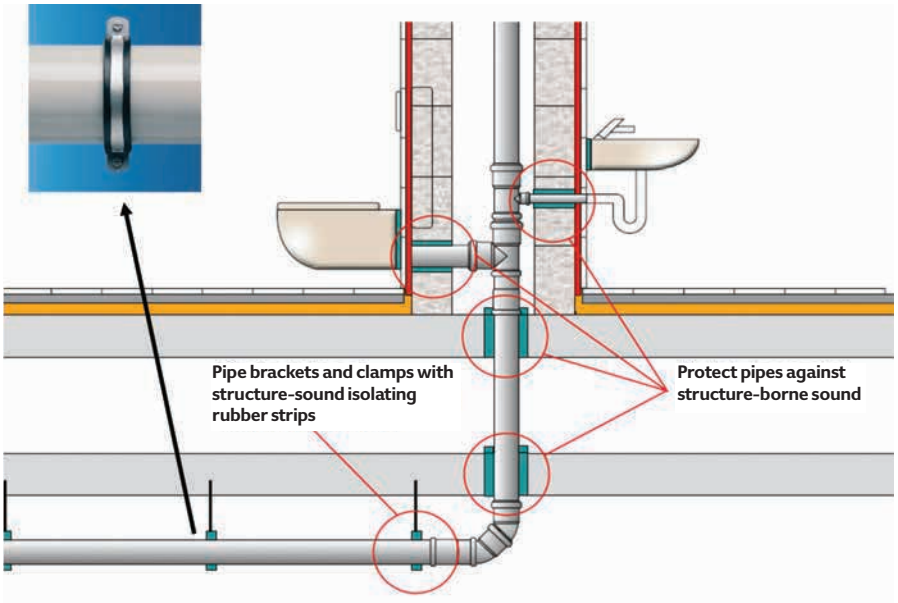

Figure 3: Soil and waste pipe arranged to reduce structure-borne sound (Source: Wavin)
to address, so to reduce potential problems, bends should be minimised and any direct contact between the soil pipe and the structure must be avoided. To meet the design requirements, many manufacturers offer support systems that reduce the transmission of sound, such as that shown in Figure 3.
As discussed by Lewis and Swaffield, when considering noise transmission through building structures the so-called 'mass law' applies. A 230mm brick wall (400 kg · m^{-2}), for example, will provide attenuation of about 50 dB, a 115mm brick wall 45 dB, and a partition weighing 50 kg · m^{-2} about 35 dB. 'Indirect' or 'flanking' pathways create a means by which sound can bypass a dividing wall or floor through poor detailing, particularly where surfaces meet. The openings around pipes must be treated effectively to reduce noise transmission, as shown in Figure 3. Determining the actual level in the receiving room is complex, and will depend on factors[2] including: sound insulation and area of the separating wall or floor; the volume of the receiving room; the flanking transmission; and the amount of absorbing material (for example, furniture) in the receiving room.
5. In the soil pipe system illustrated in Figures 3 and 4, which of the following is not specifically applied to make it particularly effective at reducing noise?